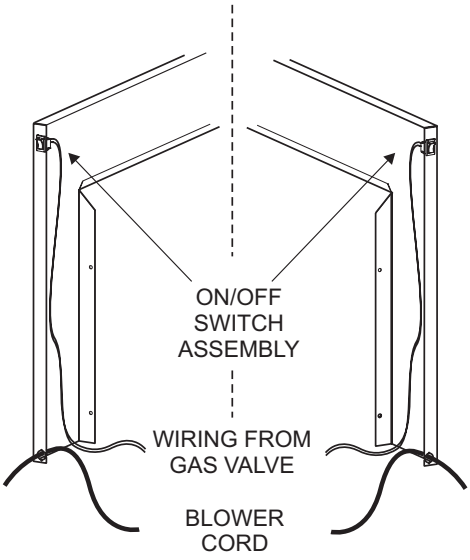

**Figure 16**
3. Run the low voltage alternate switch wires to the right or left surround panel. Use the top knockout location. Then secure the wires with wire clips provided. **See Figure 16.**